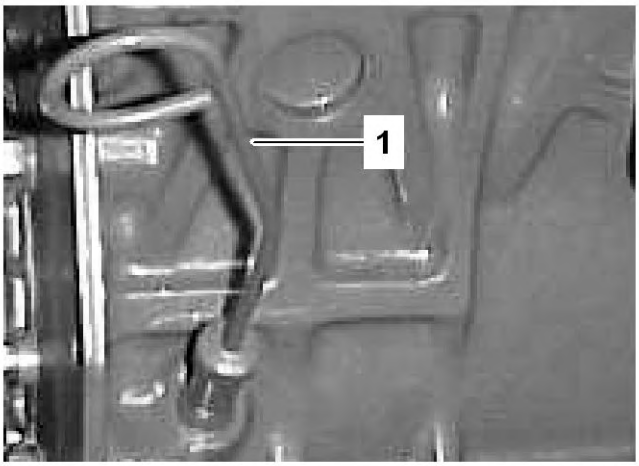

Figure 21
2. Retirez la jauge, essuyez-la sur un chiffon et remettez-la dans le goulot de remplissage (Figure 21). Sortez de nouveau la jauge et vérifiez